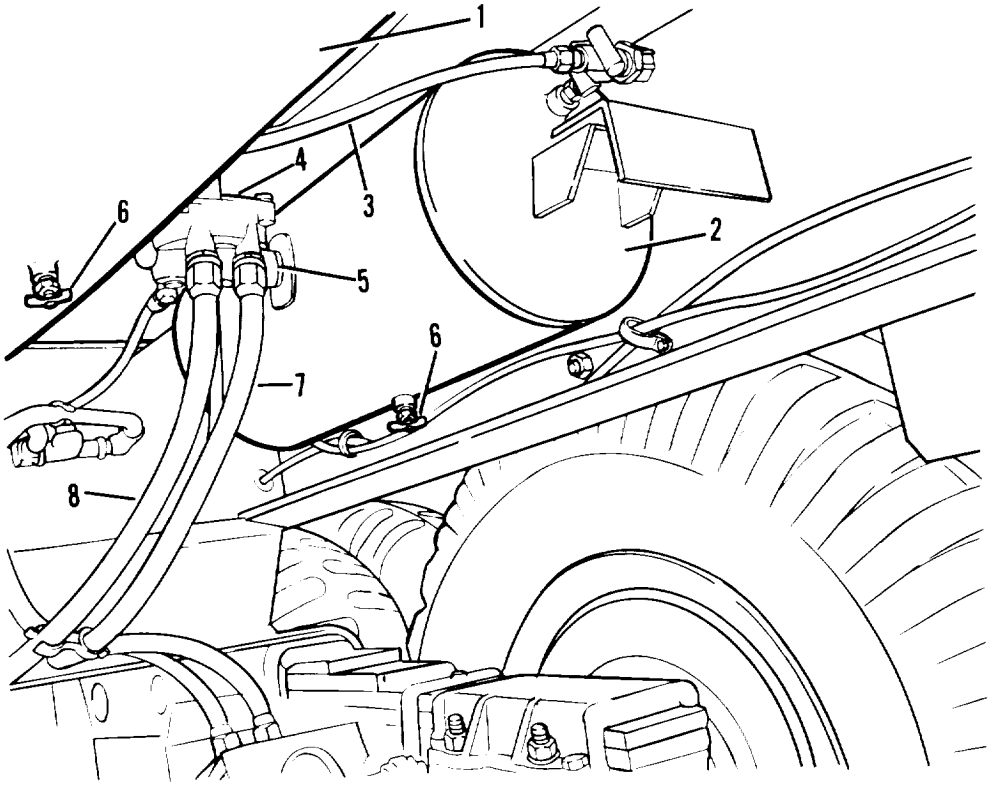

Figure 4-25. Air reservior, emergency relay valve and lines
g. Service Air Line. The service air line (7, figure 4-25) on the semitrailer extends from the air hose coupling (tagged SERVICE), on the right side of the front crossmember, along the right frame rail to the emergency relay valve. Its purpose is to transmit changes in air pressure originated in the towing vehicle, which causes the emergency relay valve to function.
h. Emergency Air Line. The emergency air line (8, figure 4-25) on the semitrailer extends from the air hose coupling (tagged EMERGENCY), on the left side of the front crossmember, along the left frame rail to the emergency relay valve. This air line transmits compressed air to fill the semitrailer reservoir and maintain proper air pressure, under control of the emergency relay valve, to apply the brakes on the semitrailer.
i. Emergency Relay Valve. The emergency relay valve (4, figure 4-25) is mounted on the semitrailer air reservoir by a connecting pipe nipple (5). The valve directly controls the service brakes on the semitrailer. It speeds brake action by releasing air from the air reservoir, on the semitrailer, directly to the air brake chambers. This valve controls the flow of air to and from the semitrailer air reservoir and automatically applies the brakes if the semitrailer breaks away from the towing vehicle or if there is a serious leak in the emergency air line.
j. Air Reservoirs. The air reservoirs (1 and 2, figure 4-25) are attached to the chassis frame. The reservoirs are connected by tubing (3) and provide a supply of air through the emergency relay valve (4) for applying the brakes. The emergency relay valve (4) is mounted directly to the left air reservoir by a pipe nipple (5). The air reservoirs are equipped with drain cocks (6) for draining accumulations of moisture and for releasing air pressure in the semitrailer brake system.
(1) Drainage of moisture. Open drain cocks (6, figure 4-25) on each air reservoir. Close drain cocks after drainage.
(2) Test and check for serviceability. With air brake system connected to towing vehicle, coat drain cocks, pipe plugs and connections with soapsuds" No leakage is permissible. Tighten any leaking connections. Inspect for damage or corrosion. Replace reservoir if it leaks or if any damage or corrosion is found that would weaken reservoir.